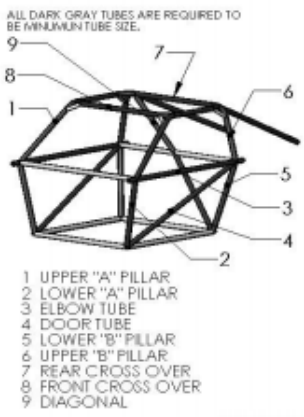

Figure 1: Roll Cage
All roll cages must be constructed with at least one (1) front hoop (top of cage to floor), one (1) rear hoop (top of cage to floor), or two (2) lateral hoops, two (2) interconnecting top bars, two (2) rear down braces and one (1) diagonal brace and necessary gussets, see Figure 1. If front and/or rear hoop terminate at elbow/door bar, lower A-pillar and/or B-pillar must be made of same tubing size as roll cage. Upper main, front, rear, and lateral roll bar hoops must be made in one piece without joints. Centerlines of all required tubes must converge at intersections.